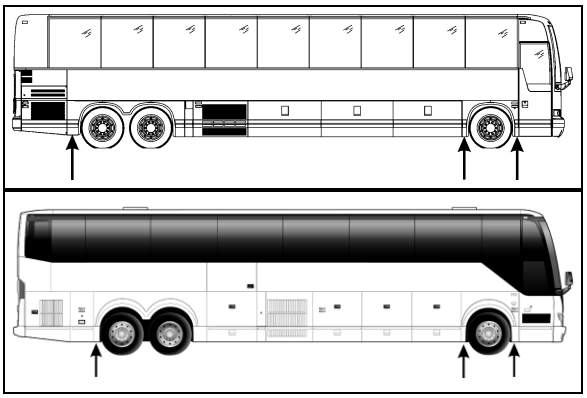

**FIGURE 5: JACKING POINTS ON FRAME** 18524
1. Raise vehicle by its jacking points on the body (Figure 5 or see Section 18, *"Body"* under heading *"Vehicle Jacking Points").* Place jack stands under frame. Remove drive axle wheels (if required, refer to Section 13, *"Wheels, Hubs And Tires".*